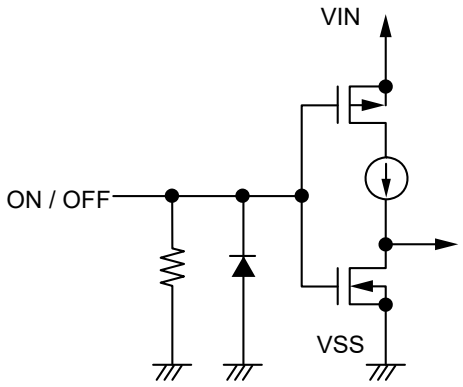
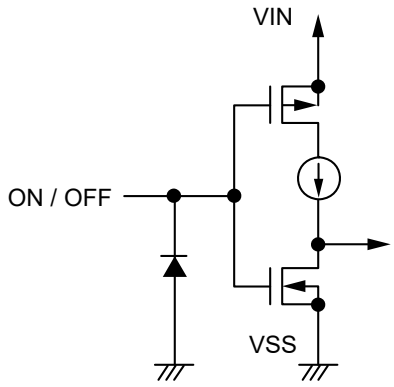

Figure 29 S-13A1 Series A / C type
Figure 30 S-13A1 Series B / D type
The ON / OFF pin is configured as shown in **Figure 29** and **Figure 30**.
***1**. Note that the IC's current consumption increases as much as current flows into the pull-down resistor of 2.5 MΩ typ. when the ON / OFF pin is connected to the VIN pin and the S-13A1 Series A / C type is operating (refer to **Figure 29**).